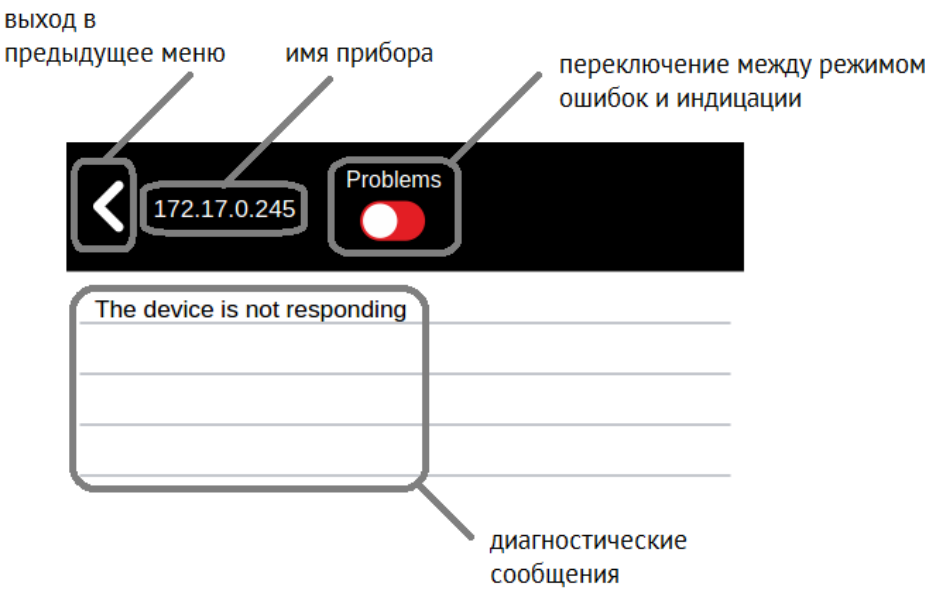

Рисунок 6.5. Третий уровень меню, сведения о PMU «172.17.0.245».
Для перехода на третий уровень – выбираем интересующее устройство (например, 172.17.0.245); должно появиться следующее изображение (рисунок 6.5):
- переключатель в левом положении («Problems»; подсвечивается красным фоном) – в этом режиме ЭНМИ будет отображать данные об ошибках опрашиваемого устройства. Также в этом разделе можно квитировать ошибку устройства: при выполнении данного действия ошибка не учитывается в счетчике ошибок (см. рис. 6.5);